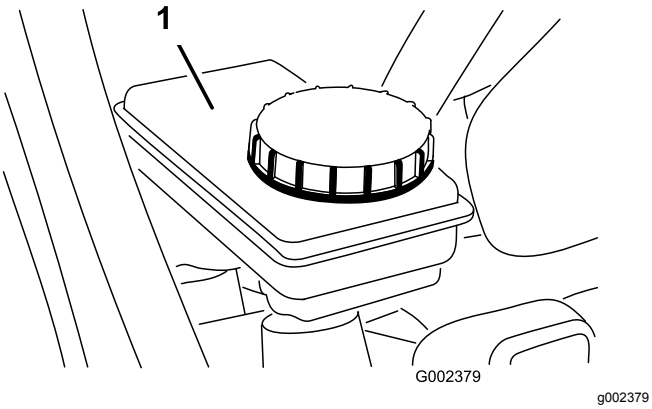

Figuur 25
2. Controleer of het vloeistofpeil tot aan de Vol-markering op het reservoir reikt (Figuur 25).
3. Als het vloeistofpeil te laag is, moet u de omgeving van de dop reinigen, de dop verwijderen en het reservoir vullen met de voorgeschreven remvloeistof tot het correcte niveau bereikt is (Figuur 25).